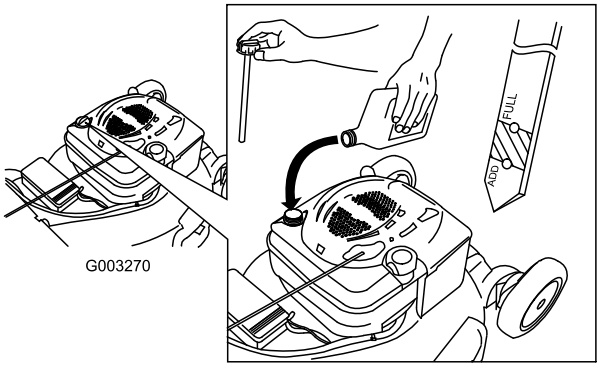

Figuur 12
1. Verwijder de peilstok uit de buis en veeg deze schoon. Schuif daarna de peilstok weer helemaal terug (Figuur 12).
2. Haal de peilstok eruit en controleer het oliepeil (Figuur 12). Als het peil onder de Bijvullen-markering op de peilstok staat, giet dan **langzaam** voldoende olie in de vulbuis totdat het peil de VOL-markering op de peilstok bereikt. **Niet te vol vullen.** (Maximale vulhoeveelheid: 0,59 l, type: SAE 30 reinigingsolie, met onderhoudsclassificatie SF, SG, SH, SJ, SL van het American Petroleum Institute [API] of hoger).